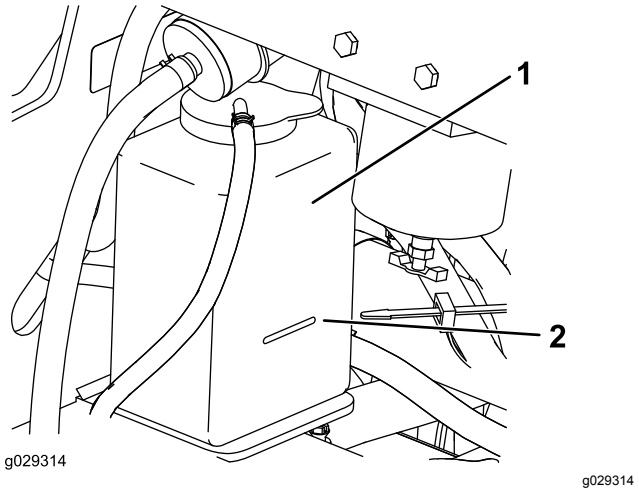

Rysunek 68
3. Należy sprawdzać poziom płynu w zbiorniku wyrównawczym (Rysunek 68).